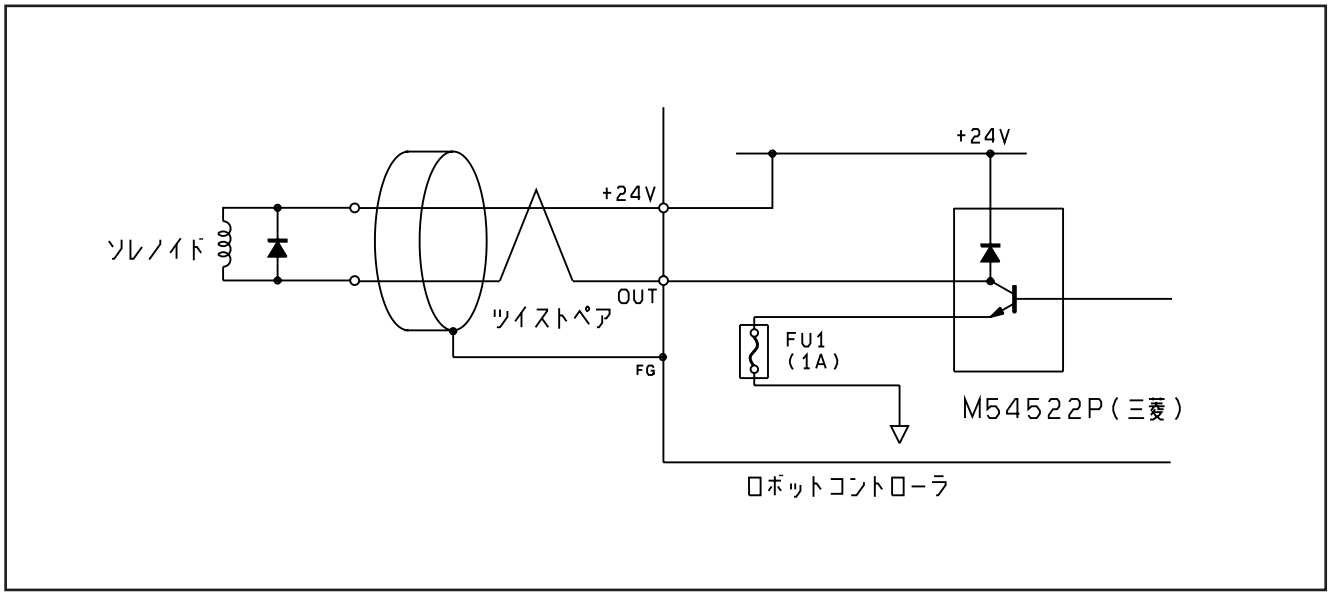

図5－50　バルブ出力回路
4.2.2　バルブ出力回路　　コントローラのバルブ出力回路を図5－50に示します。